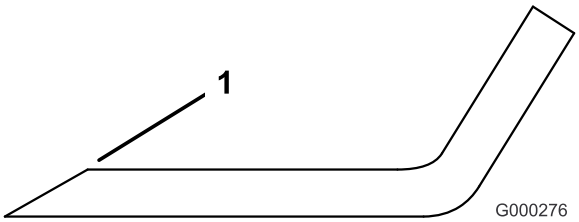

Figuur 81
1. Gebruik een vijl om de snijranden aan beide uiteinden van het mes te slijpen (Figuur 81). Houd daarbij de oorspronkelijke hoek in stand. Het mes blijft in balans als u van beide snijranden dezelfde hoeveelheid materiaal verwijdert.